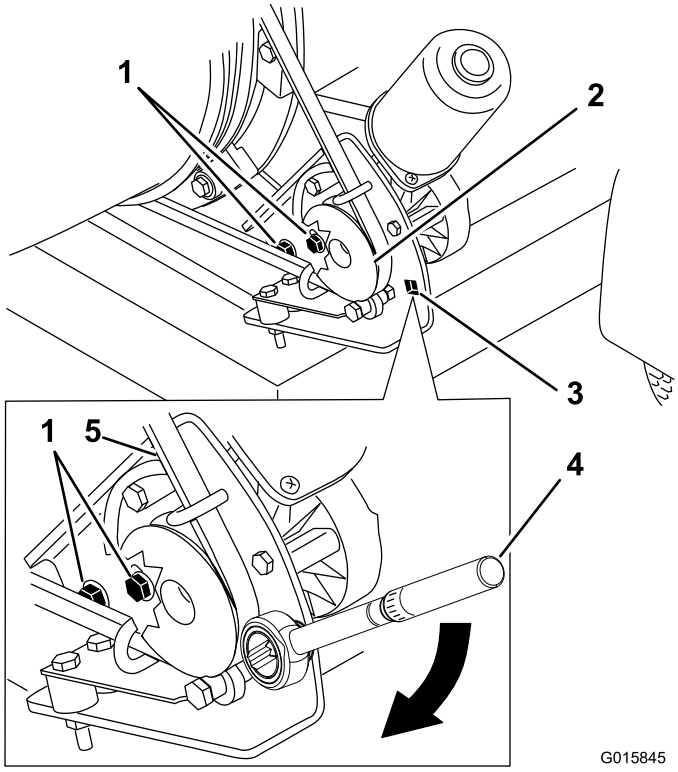

Figur 30
1. Lossa de skruvar som håller fast remskivans monteringsfäste på lövblåsens ram (Figur 30).
2. Placera en skiftnyckel i remskivans monteringsfäste (Figur 30).
3. Sväng remskivans monteringsfäste bort från munstycket tills skiftnyckeln står på 22,6–26,0 Nm (Figur 30).